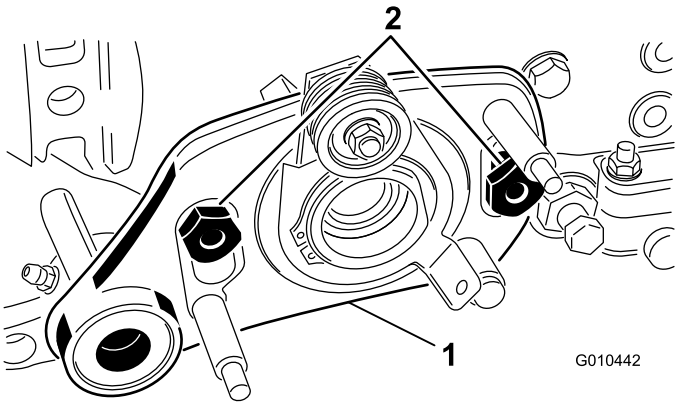

Figur 35
8. Ta bort de två ansatsbultar som fäster trimsatsdrivenheten vid sidoplåtsadaptrarna (Figur 35).